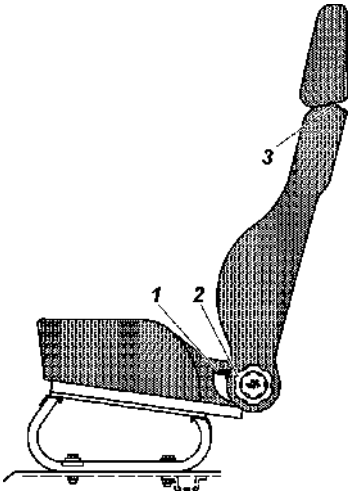

Рис. 3.11. Переднее сиденье:
-вниз также усилием руки, но при нажатой кпопке 3 (рис. 3.11) фиксатора подголовника.
Регулировка **передних сидений** в продольном направлении осуществляется с помощью рычага 1 (рис. 3.11):
Заднее трехместное сиденье (рис. 3.11) может быть разложено для организации спального места или сложено для увеличения объема грузового помещения.